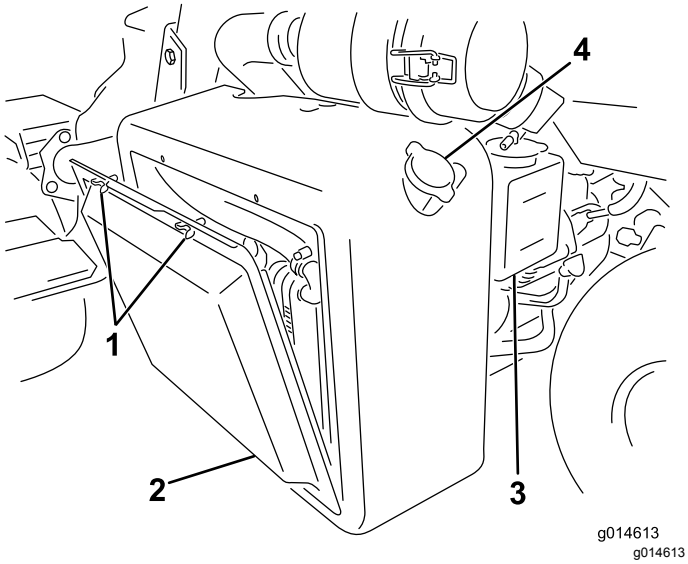
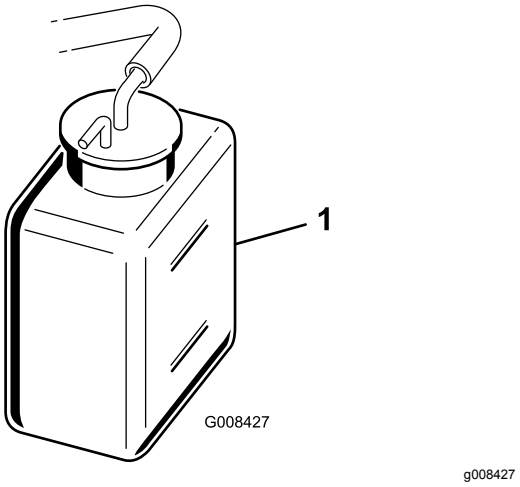

Rysunek 37
Rysunek 38
1. Zdejmij osłonę chłodnicy (Rysunek 37).
2. Sprawdź poziom płynu chłodzącego (Rysunek 37 oraz Rysunek 38).